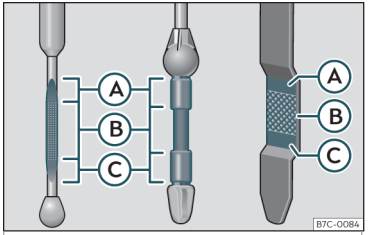

Fig. 257 Varilla de medición del nivel de aceite.
– A continuación, vuelva a extraerla y compruebe el nivel de aceite ››› **fig. 257**. En caso necesario, reponga aceite del motor.
- Cuando el nivel de aceite alcance como mínimo la zona **››› fig. 257** Ⓑ, enrosque el tapón de la boca de llenado con cuidado **››› ❗**.
Si el nivel de aceite se encuentra por encima de la zona ››› fig. 257 Ⓐ, no arranque el motor. Puede causar daños en el motor y en el catalizador. Informe a un taller especializado.
El nivel de aceite no deberá estar en ningún caso por encima de la zona ››› fig. 257 Ⓐ. De no ser así, podría aspirarse aceite por el respiradero del cárter del cigüeñal y llegar a la atmósfera a través del sistema de escape. »